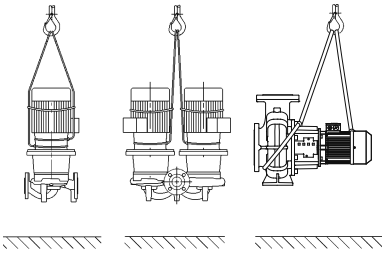

Fig. 6: Transport av pumpen
- **Transportöglorna på motorn är endast till för att rikta lasten (Fig. 6).**